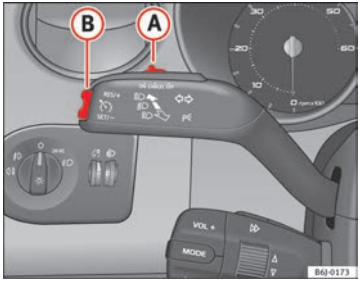

Fig. 113 Turn signal and main beam headlight lever: switch and rocker switch for the cruise control
- when the lever (A) is moved in the direction of **OFF** without fully being engaged.
To resume cruise control, release the brake or clutch pedal or reduce the vehicle speed to less than 180 km/h and press once on the upper part of the rocker switch **RES** ⇒ fig. 113 (B).